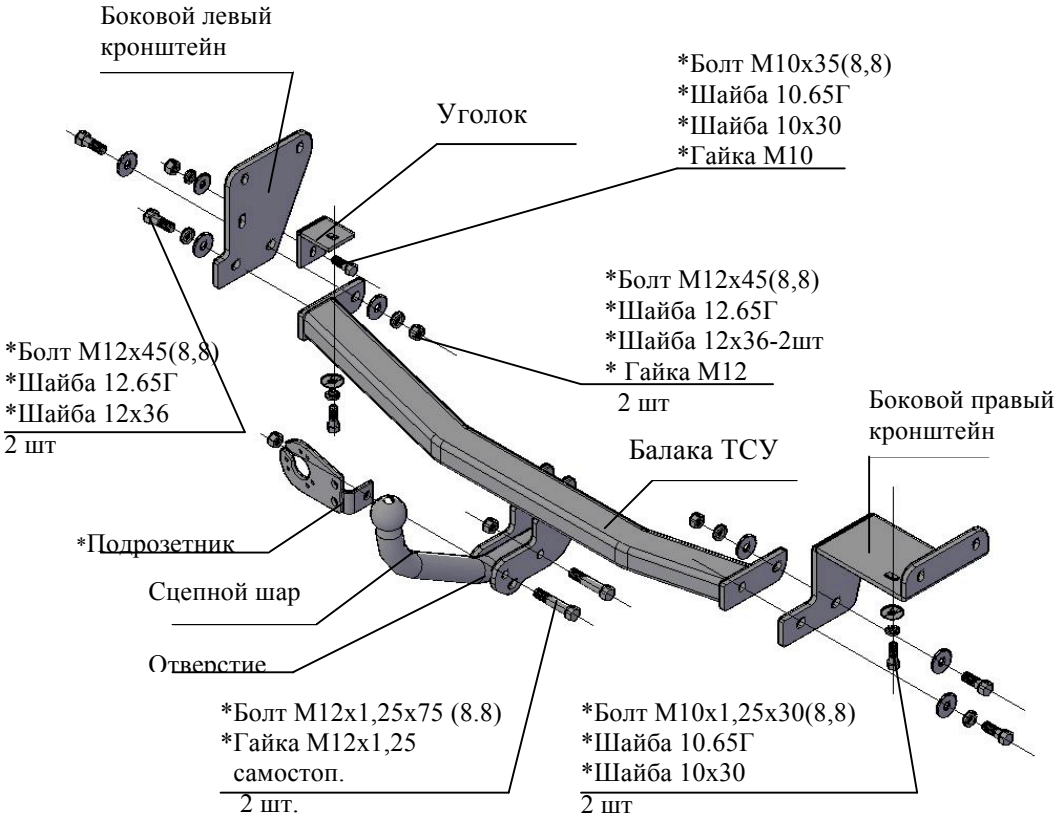

Рис.1 Тягово-сцепное устройство 7350.
4.3 Установить боковой правый и левый кронштейны ТСУ на внешние боковые и нижние стороны лонжеронов а/м, используя уголок (см рис.1) и штатные болты, шайбы и гайки и болты М10х1,25х30, под головки болтов подложить шайбы гроверные 10.65Ги шайбы 10х30. Крепеж не затягивать.
2.1 ТСУ 7350 в сборе (рис.1)	1 шт.
2.2 Пакет с комплектующими (см. рис.1)	1 шт.